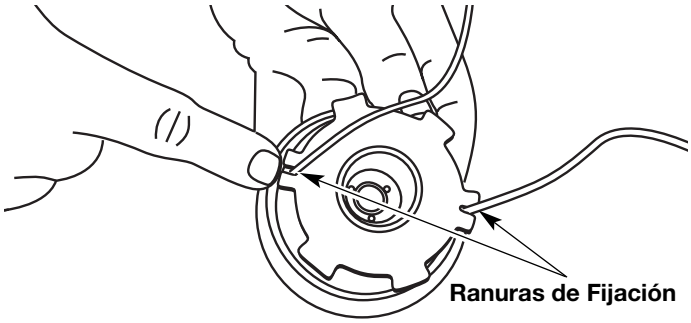

Fig. 19
2. Oprima y mantenga oprimido el control de encendido y apagado en la posición de **APAGADO** (O) hasta que el motor se detenga por completo) (Fig. 19).
12. Inserte los extremos de la línea en las dos ranuras de fijación (Fig. 19).